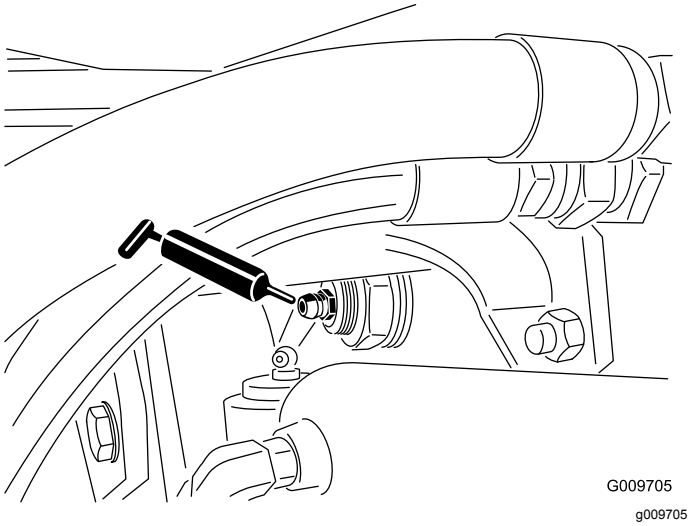

**Figur 44**
- Bakre axeltappsbussningar (2) (Figur 44)